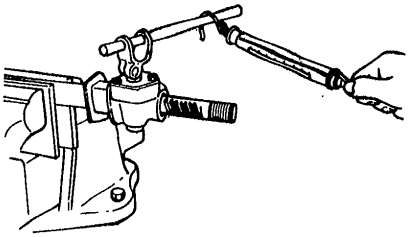

Fig. ST-37 Measuring pinion rotary torque
20. Upon completion of gear assembly measure the torque required to keep pinion and rack in motion. Readjust retainer adjusting screw as necessary to obtain proper torque shown in the following chart. See Figures ST-37 and ST-38.